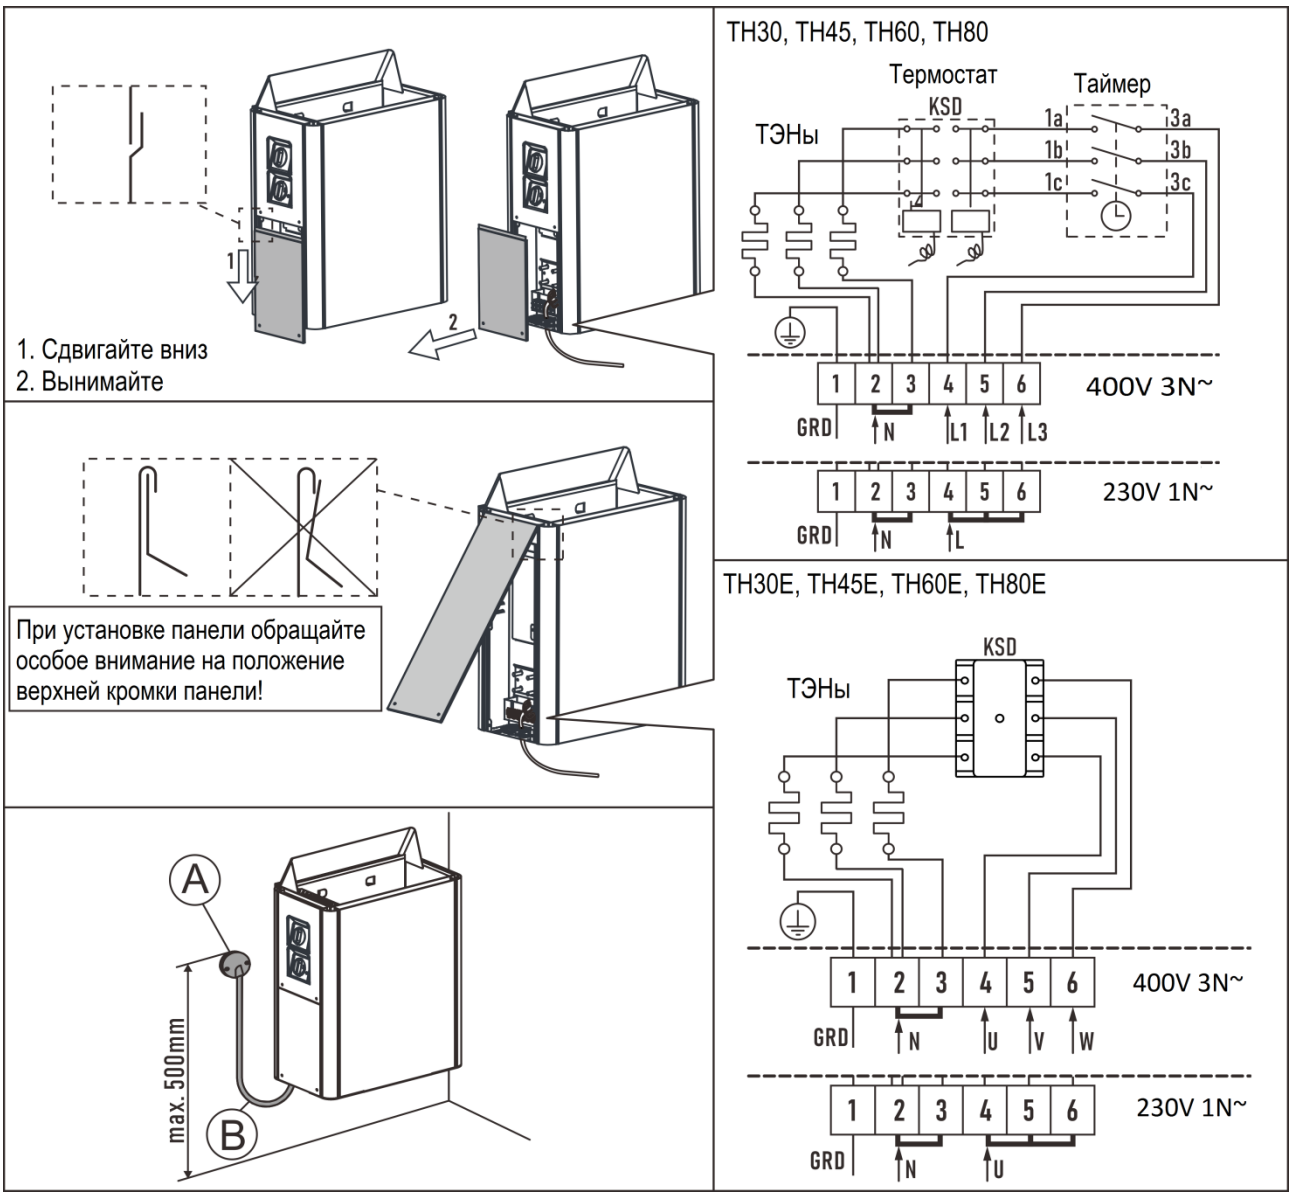

Рисунок 10. Подключение каменок Complex
- Каменка гибким кабелем подсоединяется к соединительной коробке (Рисунок 10, А) на стене сауны. Соединительная коробка должна быть брызгозащищенной и находиться на расстоянии не более 500 мм от пола.
- В качестве кабеля (Рисунок 10, В) следует использовать резиновый кабель типа HO7RN-F или подобный.